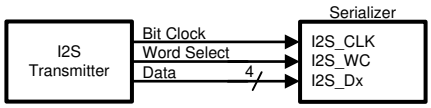
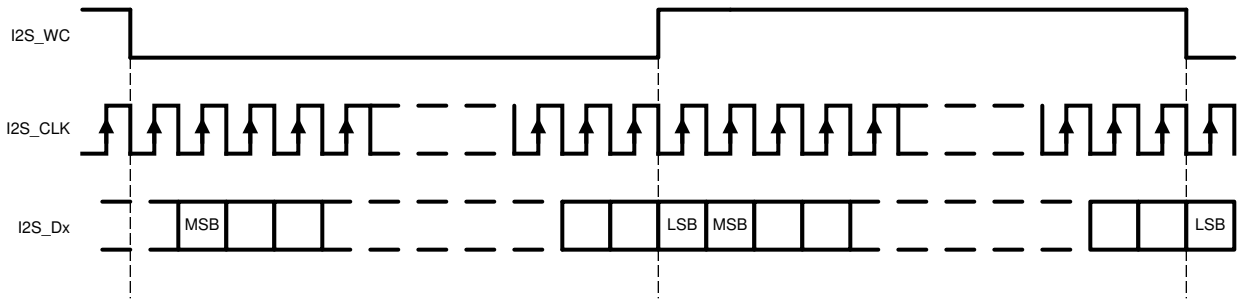

图 8-7. I²S 连接图
图 8-8. I2S 帧时序图
DS90UB941AS-Q1 串行器具有六个 I²S 输入引脚，与兼容的解串器配对时，可支持 7.1 高清 (HD) 环绕声音频应用。位时钟 (I2S_CLK) 支持 1MHz 和 CLK/2 或 13MHz 中较低的频率。四个 I²S 数据输入分别传输两个 I²S 格式的数字音频通道，每个通道由字选择 (I2S_WC) 输入描绘。有关 I2S 连接图和时序信息，请参阅图 8-7 和图 8-8。